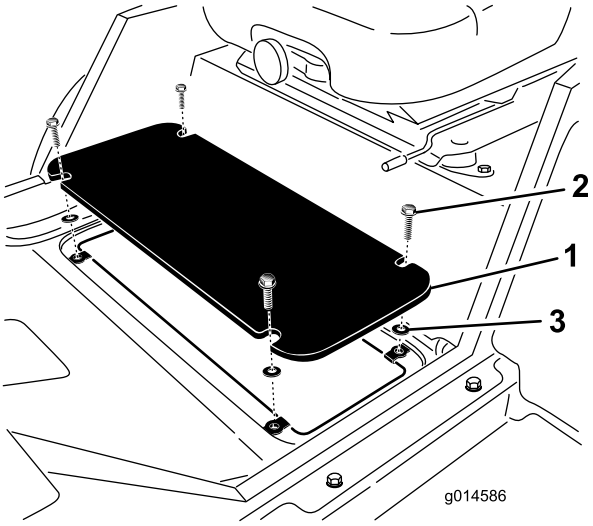

Figure 7
1. Remove the (4) bolts securing the floor plate to the frame (Figure 7).